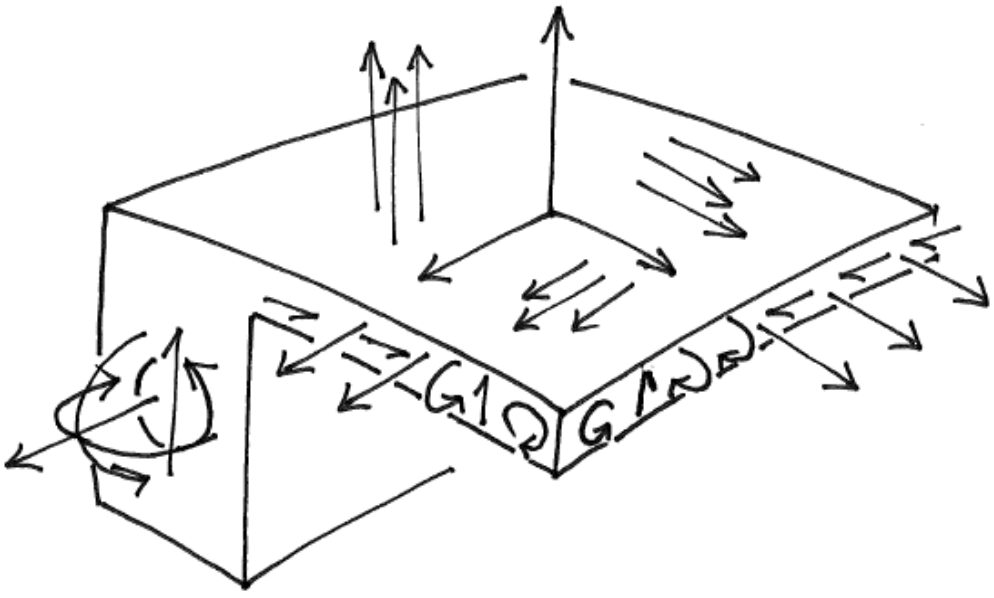

Figure 1. Shell part with edge beam
**a** Figure 1 shows a shell part with forces and moments in the positive directions. Add to this figure the variables for the directions, forces and moments (for example x, $n_{xx}$ , ... Make clear which variable belongs to which arrow.) (You can hand in this page with your answers.)
**b** What is the correct interpretation of a torsion moment on this shell edge? (Fig. 1)